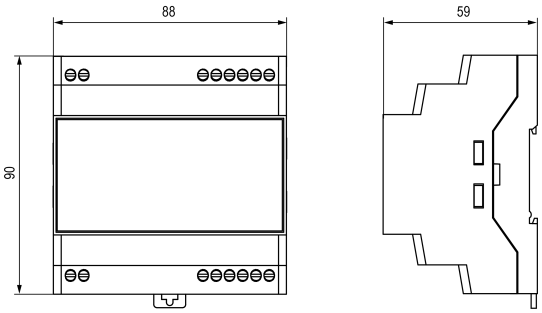

Рисунок 4.11 – Габаритные размеры корпуса Д
1. Подготовить место на DIN-рейке для установки прибора с учетом размеров корпуса (см. рисунок 4.11).